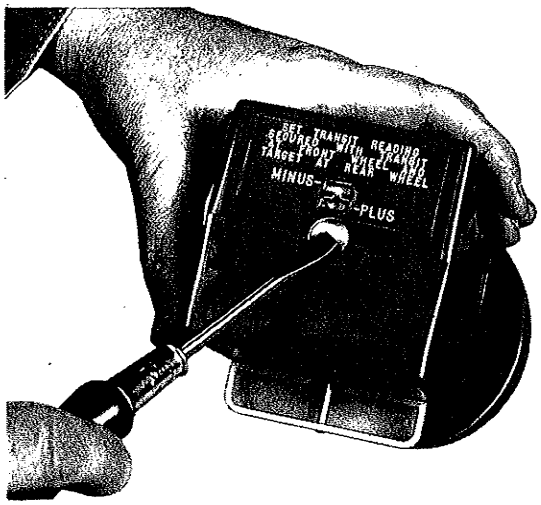

*Fig. 2—Adjusting Floor Level Compensators in Aimers*
(5) With a screw driver, turn adjusting slot of floor level compensator in each aimer, until correct plus or minus figure (or fractional part) appears in proper window, Fig. 2.